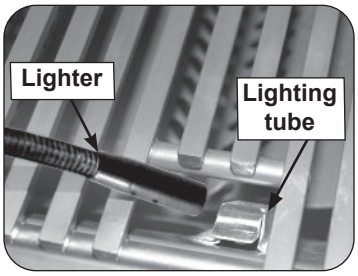

Fig. 35-2 Manual lighting via lighting tube
2. Insert either a burning long-barrel butane lighter or a burning long-stem match through the cooking grid opening to the top of the lighting tube (see Fig. 35-2). For backburners or infrared burners, hold the flame against the surface of the backburner/infrared burner.